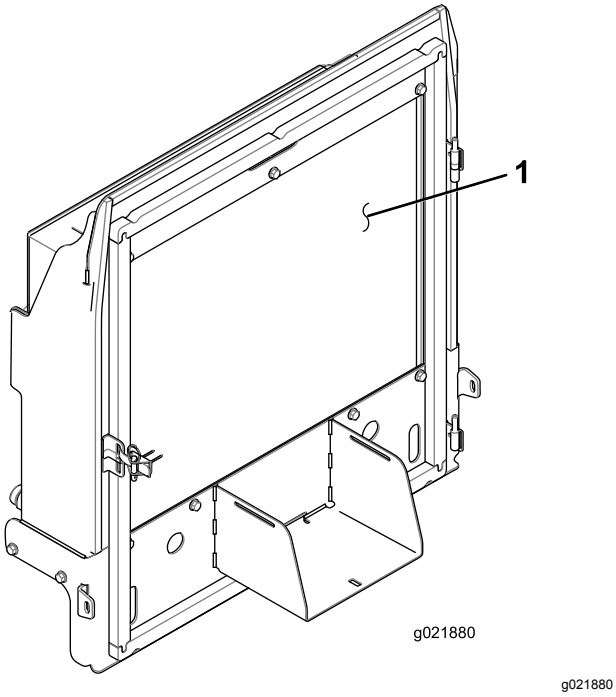

Figur 92
4. Rengør begge sider af køleren/oliekøleren grundigt med trykluft (Figur 92).